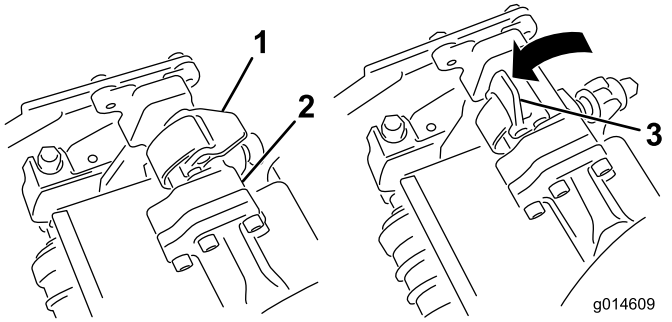
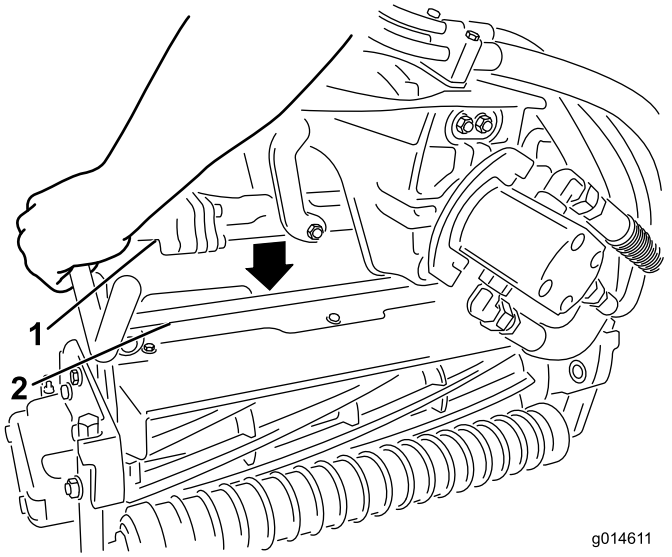

**Figur 12**
**Figur 13**
5. Åpne låsene på hjulopphengsarmbøylen slik at de peker opp (dvs. at de er åpne)(Figur 12, og trykk hjulopphengsarmen ned så bøylen ligger over klippeenheten (Figur 13).
6. Skyv låsene ned og rundt klippeenhetsbøylen og lås dem slik at de sitter på plass(Figur 12).